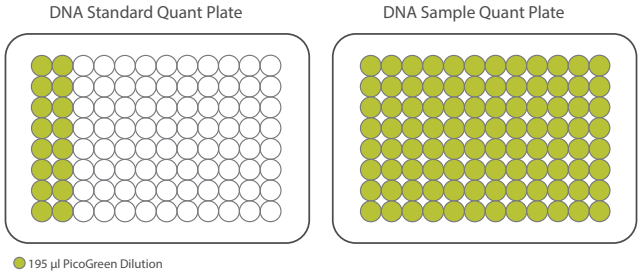

Figure 2: Plates—DNA Sample and Standard Quant
f. Using a multichannel pipette, transfer 195 µl PicoGreen dilution to all 96 wells of the spectrofluorometer plates (Figure 2). Immediately cover plates with aluminum adhesive seal. This is the DNA Sample Quant Plate.
h. Using a multichannel pipette, transfer 195 µl PicoGreen dilution to rows A to H of columns 1 and 2 of a new 96-well spectrofluorometer plate (Figure 2). Immediately cover plate with aluminum adhesive seal and label "DNA Standard Quant Plate."